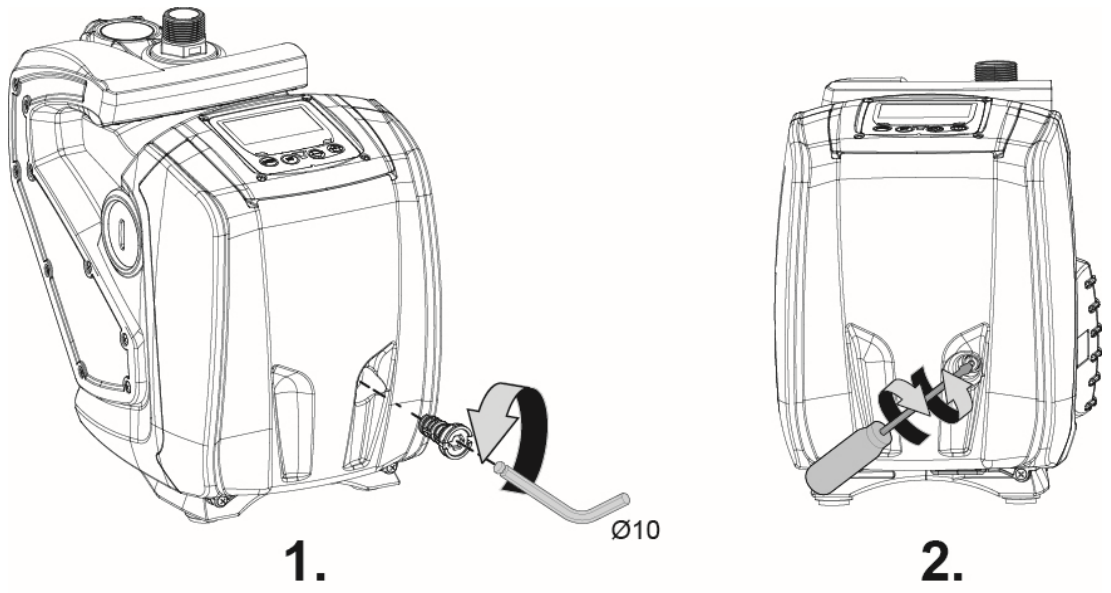

Fig. 9
1. à l'aide d'une clé hexagonale de 10 mm, retirer le bouchon d'accès à l'arbre moteur (fig.9);
2. introduire un tournevis à tête plate dans l'encoche de l'arbre moteur et manœuvrer dans les 2 sens de rotation (fig. 9);